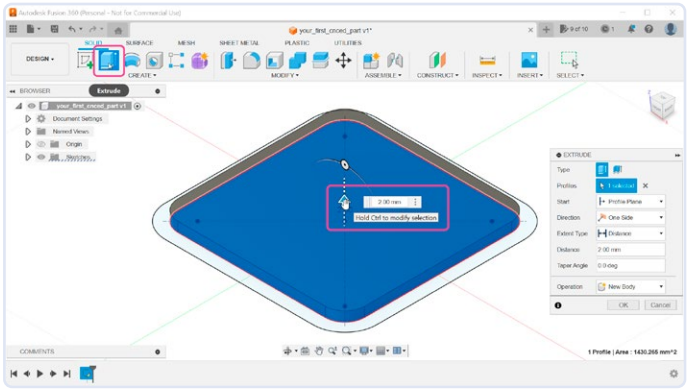

Figuur 7. Start van het extruderen!
7. We hebben voldoende vormen om te beginnen met extruderen. Sluit de bewerking van de sketch af door op de knop *Finish Sketch* te klikken; selecteer vervolgens het *Extrude*-gereedschap in de werkbalk (**figuur 7**). Klik op de binnenste afgeronde rechthoek van de sketch en voer een afstand van 2 mm in.